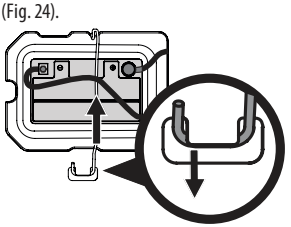

Fig. 24
NOTA: el mazo de cables debería colocarse sobre la parte superior de la barra de sujeción de batería. De no ser así, el mazo de cables podría resultar dañado (Fig. 24 en la página 51).
3. Extraiga la barra de sujeción de la batería empujando el extremo de acoplamiento hacia afuera de la lengüeta de la tapa de protección que está a la derecha de la batería. Luego levante la barra de sujeción de la batería para liberar la batería (Fig. 24).